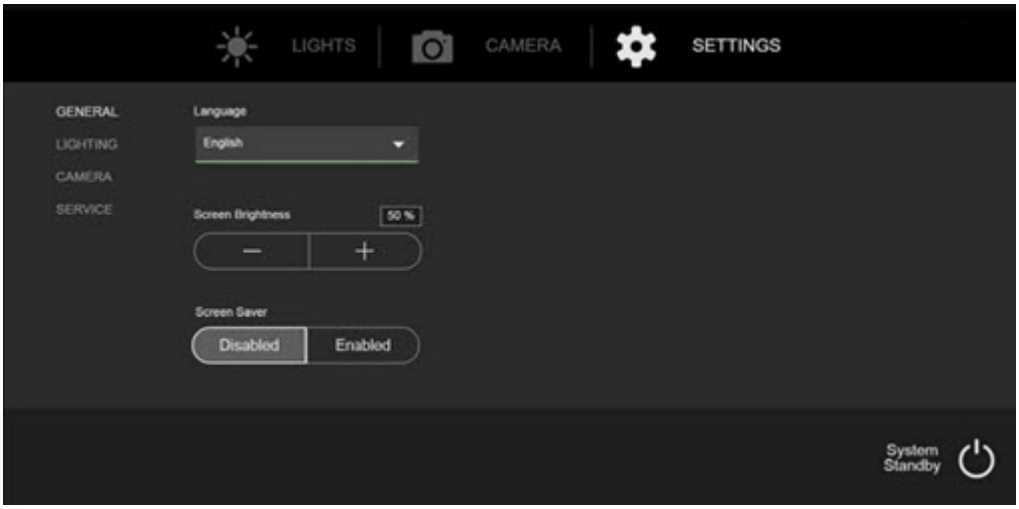

Figure 6-38. Sélectionner la langue
1. Appuyez sur la touche Settings (Paramètres) de l'IWC. Voir *Figure 6-38*.